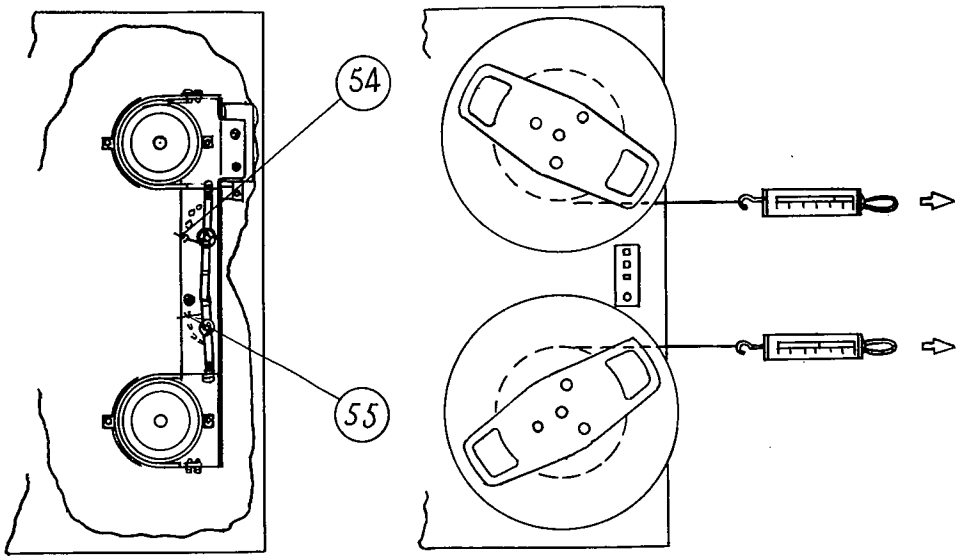

FIG. 7 BRAKE ADJUSTMENT
Brake adjustment is made (with no power applied to the equipment) at the point shown in Fig. 7.
6. Adjust the left motor brake by the position of the brake adjusting plate (54, Fig. 7 for a scale reading of approximately 5.5 ~ 7 ounces (11 ~ 14 in-oz.).